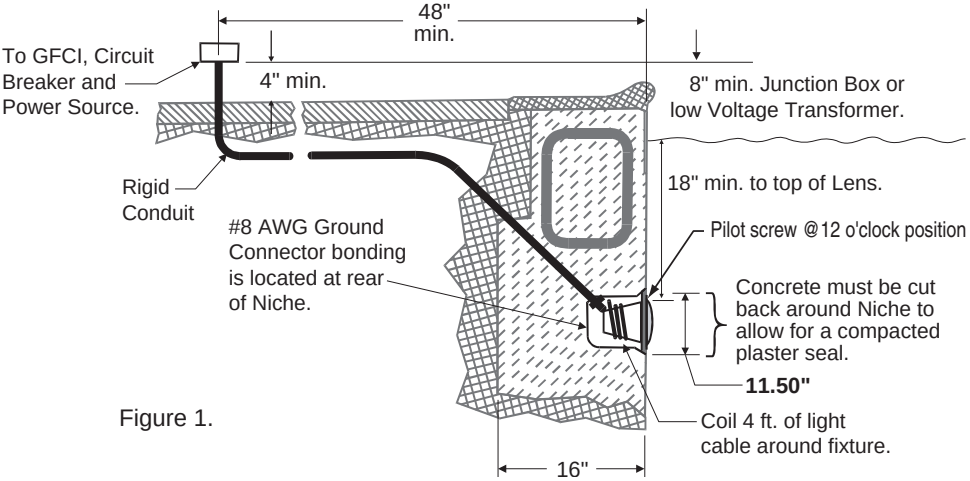

Figure 1.
- The Junction Box (or, for **12 volt models**, the low voltage transformer) is located at least eight (8) inches (20.3 cm) above ground level and at least 48 inches (1.219 m) from the edge of the pool; see Figure 1 on page 7.
- The light fixture and all metal items within five (5) feet (1.524 m) of the pool are properly electrically bonded.
- The wet niche is properly installed so that the top edge of the underwater light's lens is at least 18 inches below the surface of the water in the pool; see Figure 1 on page 7.
- The wet niche is properly electrically bonded and grounded via the No. 8 AWG ground connector located at the rear of the niche; see Figure 1 on page 7.
6. Leave at least four (4) feet of cord to coil around the light fixture; see Figure 1 on page 6. This four (4) feet (1.2192 m) of cord coiled around the light allows the light to be serviced after the pool is filled with water.
7. Cut the cord at the Junction Box, leaving at least size (6) inches of cord to make connections.
8. Strip six (6) inches (15.2 cm) of the outer cord jacket from the cord to expose the three insulated conductors. Be careful not to damage the insulation on the three (3) inner conductors). Strip a 1/2" of insulation
BEFORE STARTING: The following steps 1-7 (page 7-8) describe the tasks that must be completed by the electrician before the IntelliBrite light fixture is installed. See Figure 1 diagram on page 7.
1. Route light cable through conduit to Junction Box, leaving at least four (4) feet of cable at the light fixture to coil around the light (this allows the light to be serviced after the pool is filled with water). See Figure 1 below.
7. Coil at least four (4) feet of cord around the light fixture (see Figure 1 on page 6). This allows the light to be serviced after the pool is filled with water.